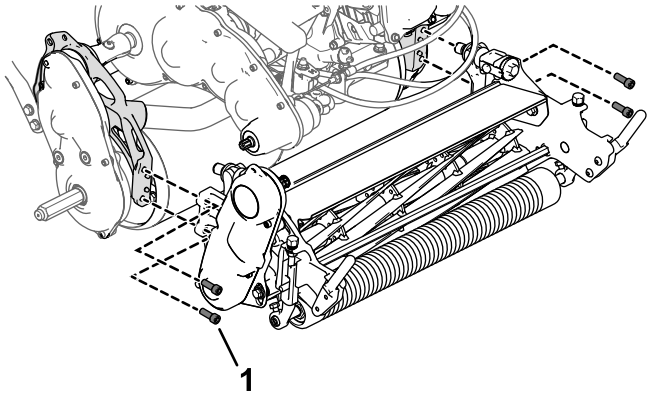

**Figuur 6**
1. Gebruik 4 inbusschroeven om de maai-eenheid aan de machine te monteren (Figuur 6).